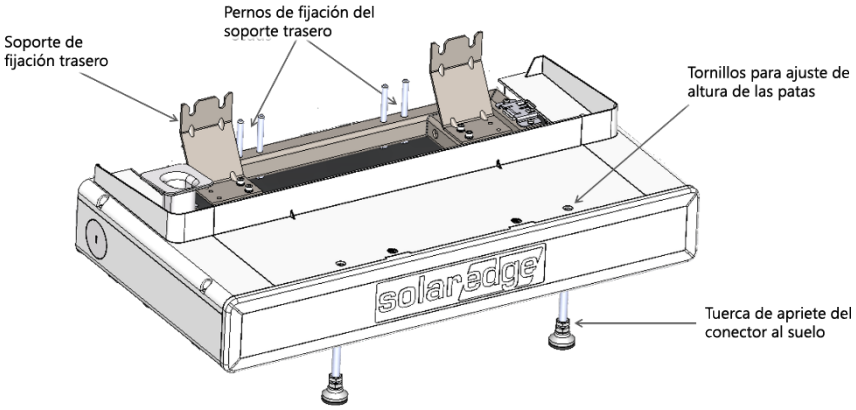

Figura 2: conjunto del de la base del soporte y puntos de fijación
8. Enroscar ligeramente una tuerca M8 (12,7 mm) en cada uno de los cuatro pernos del compartimento trasero para fijar el soporte de fijación a muro de la batería y, a continuación, apretar a 17Nm para asegurar el soporte a muro como se muestra en la Figura 2.